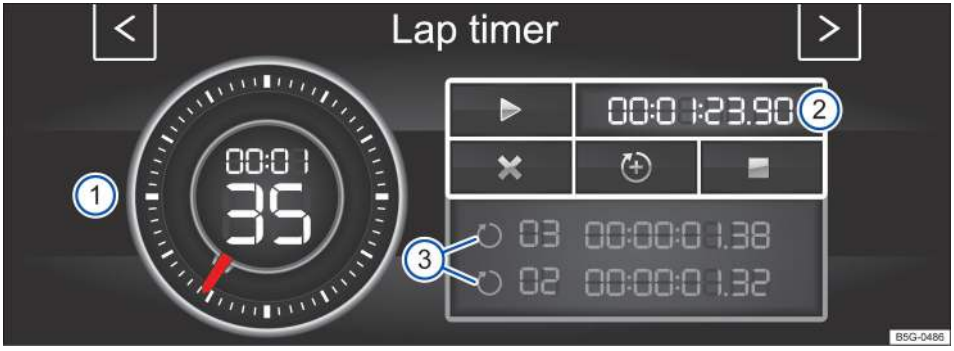

Fig. 19 In the Infotainment system: Performance Monitor lap timer/stopwatch.
Key to fig. 19 and fig. 20:
The stopwatch has two different measuring functions. The stopwatch in the outer ring of the display (with timer needle) → fig. 19 (1) can measure up to 60 seconds. The digital display in the center of the stopwatch shows the elapsed hours, minutes, and seconds. The seconds appear as large numbers.
The digital display on the right side → fig. 19 (2) shows the current lap split time in 1/100 second intervals. If the lap timer is not being used to track split times, both digital displays show the same time.
Function	Action → fig. 19 and → fig. 20
Show the intermediate time in the stopwatch display:	Tap button B (9). The intermediate time (the moment the button is pressed) is shown for a few seconds in the center of the stopwatch → fig. 19 (1). After the brief pause, the current time resumes in the center of the stopwatch.